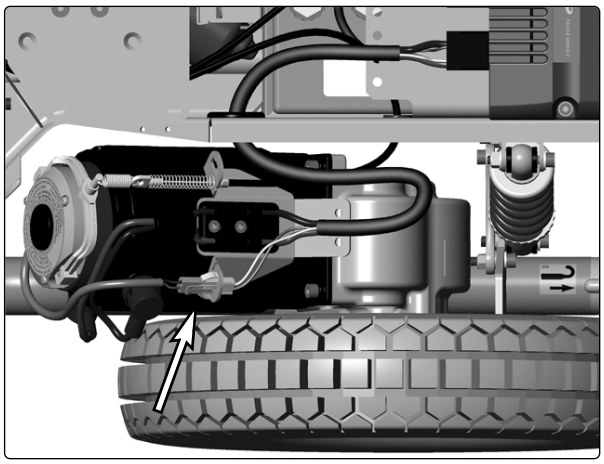

Abb. 36. E-Anschlüsse der Magnetbremse.
5. Trennen Sie die E-Anschlüsse der Magnetbremse ab, s. Abb. 36.